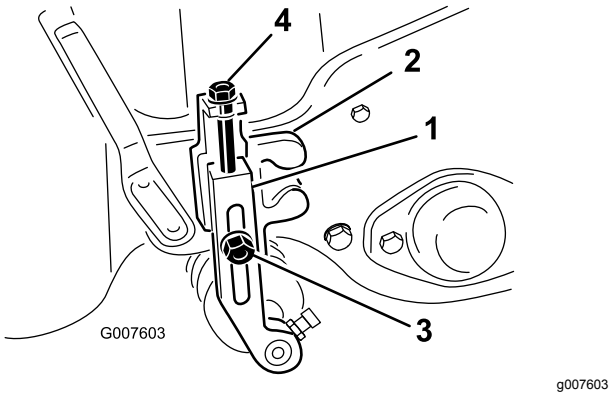

Figur 54
2. Løsn de låsemøtrikker, der fastgør klippehøjdearmene til klippehøjdebeslagene (Figur 54).